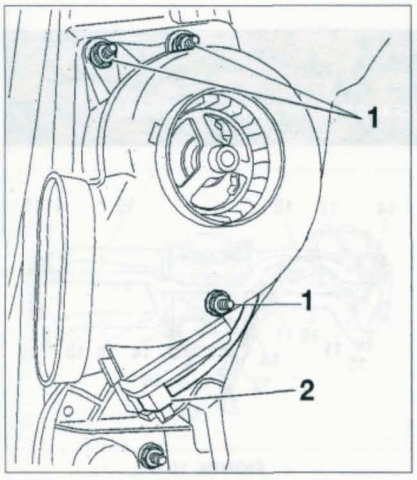

FIGURE 10-8
• Déposer les écrous (1) et le connecteur (2) **(figure 10-8)**.